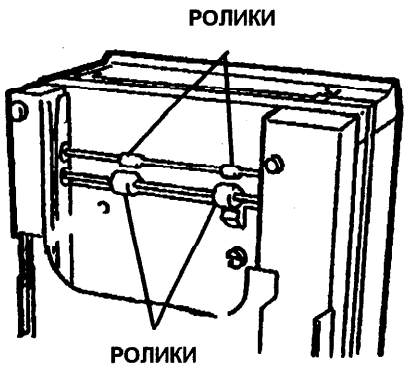

Рис. 16. Ролики вспомогательного лотка
10. При наличии вспомогательного лотка снимите кассету для бумаги и осмотрите или очистите с помощью растворителя или спирта ролики вспомогательного лотка (Рис. 16).